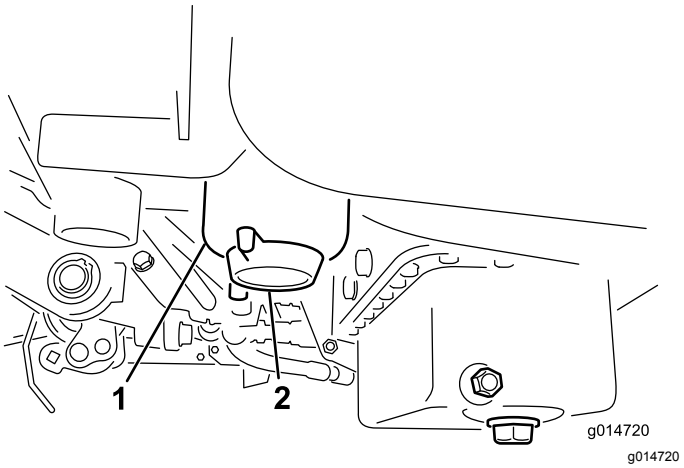

Figur 32
3. Åbn aftapningsproppen på brændstoffilteret ca. en omgang, og aftap eventuelt ansamlet vand (Figur 32).